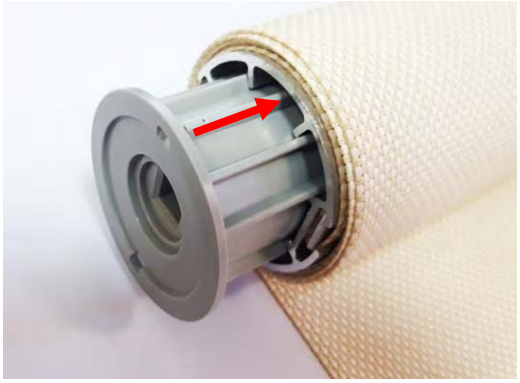
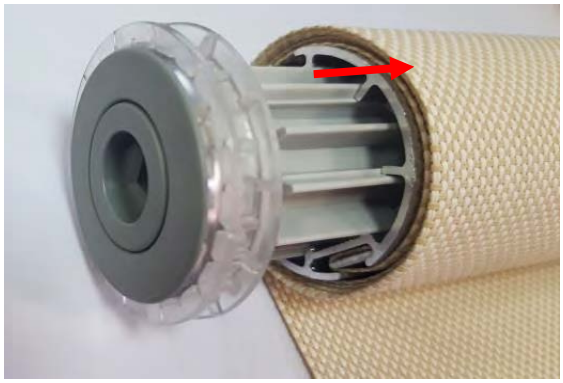
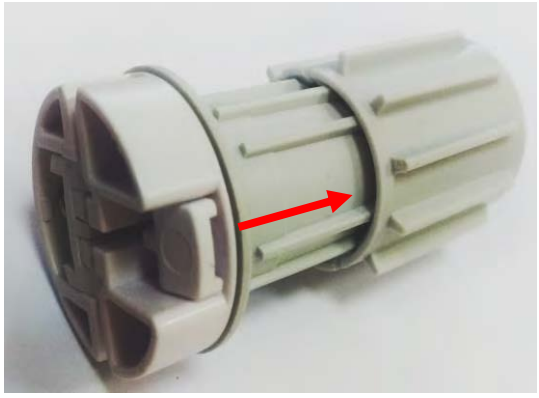
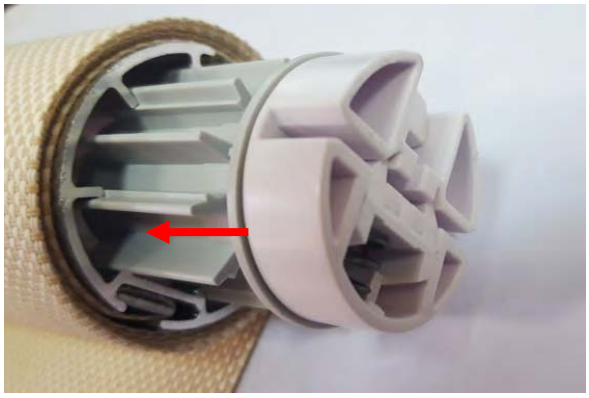

Рис.22
Рис.23
Рис.24
Рис.25
4) Вставить двигатель в трубу со стороны управления (УИ) (**Рис.20 -21**), с противоположной стороны - *заглушку соединительную МОНО(310315-0000)* (**Рис.22**)
5) На изделие (СИ) вставить *заглушку соединительную МОНО* с одной стороны (**Рис.22**) и *заглушку в трубу 43 мм регулируемую МОНО М, серую (310468-0225)*- с другой стороны.(**Рис.23**) . На изделие (КИ) вставить *регулируемую заглушку МОНО* с одной стороны. На заглушку в трубу 29мм. установить *адаптер 29-43мм(310301-0000)* **(Рис.24)** и вставить в изделие(КИ), **(Рис.25).**